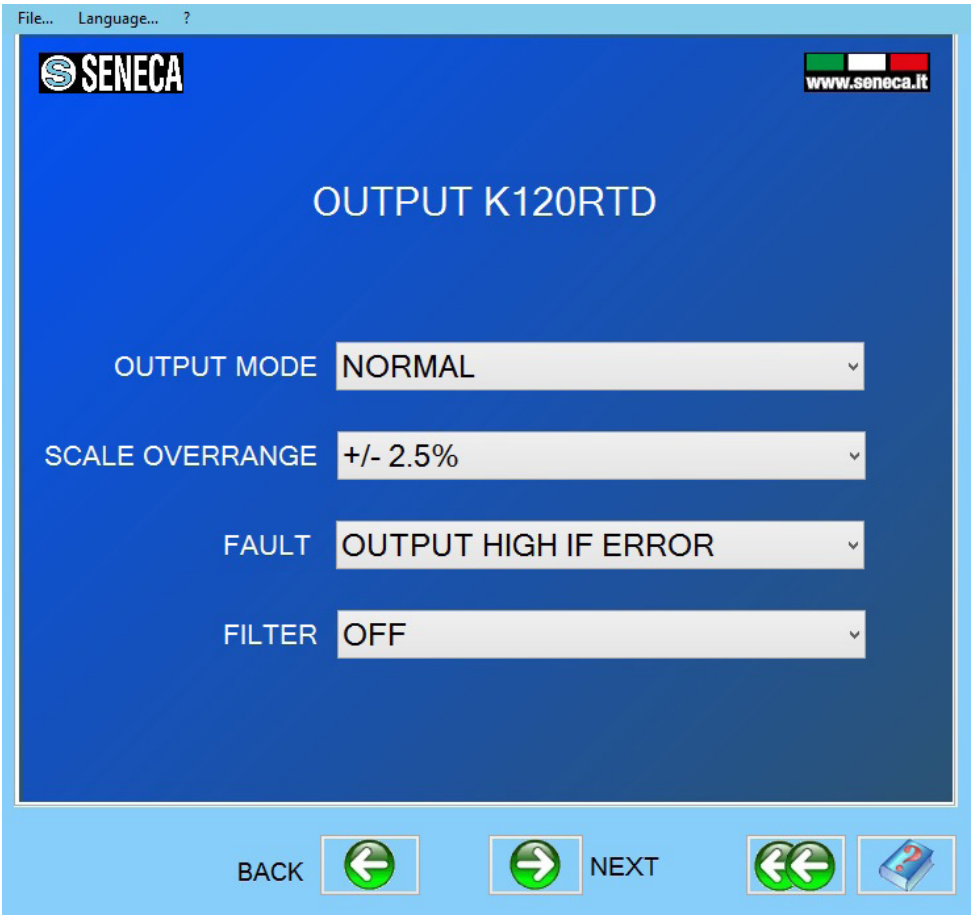

Рисунок 12 - Окно настроек аналогового выхода
- «**OUTPUT K120RTD**» настройка выходного сигнала (рисунок 12, таблица 16);